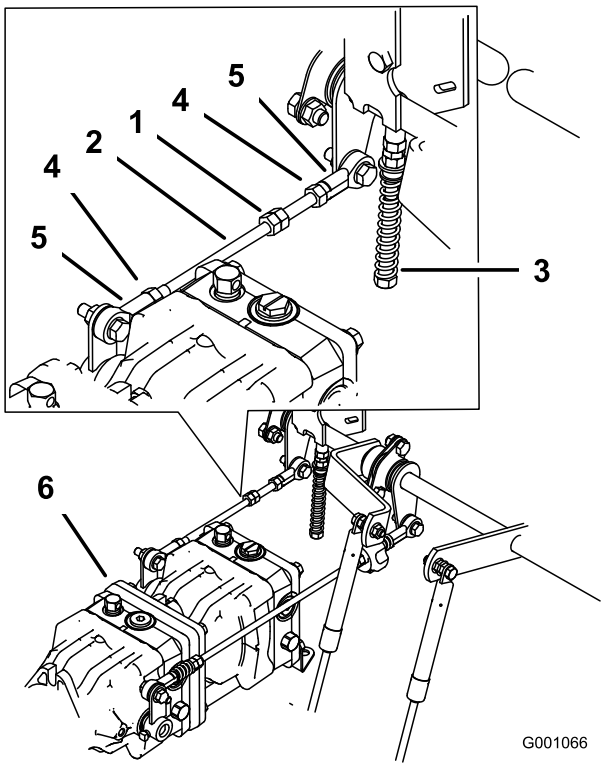

Figur 72
1. Lossa låsmuttrarna på kullederna på pumpens reglerstav (Figur 72).
3. Justera pumpstavslängden genom att vrida dubbelmuttrarna på staven i lämplig riktning tills hjulet står stilla eller långsamt roterar bakåt (Figur 72).
6. Dra åt låsmuttrarna vid kullederna (Figur 72).